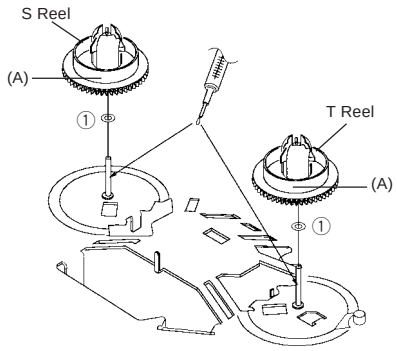

Fig. 2-11
2-11: S REEL/T REEL (Refer to Fig. 2-11)
4. Do not touch the section "A" of S Reel and T Reel. (Use gloves.) **(Refer to Fig. 2-11)** Do not adhere the stains on it.